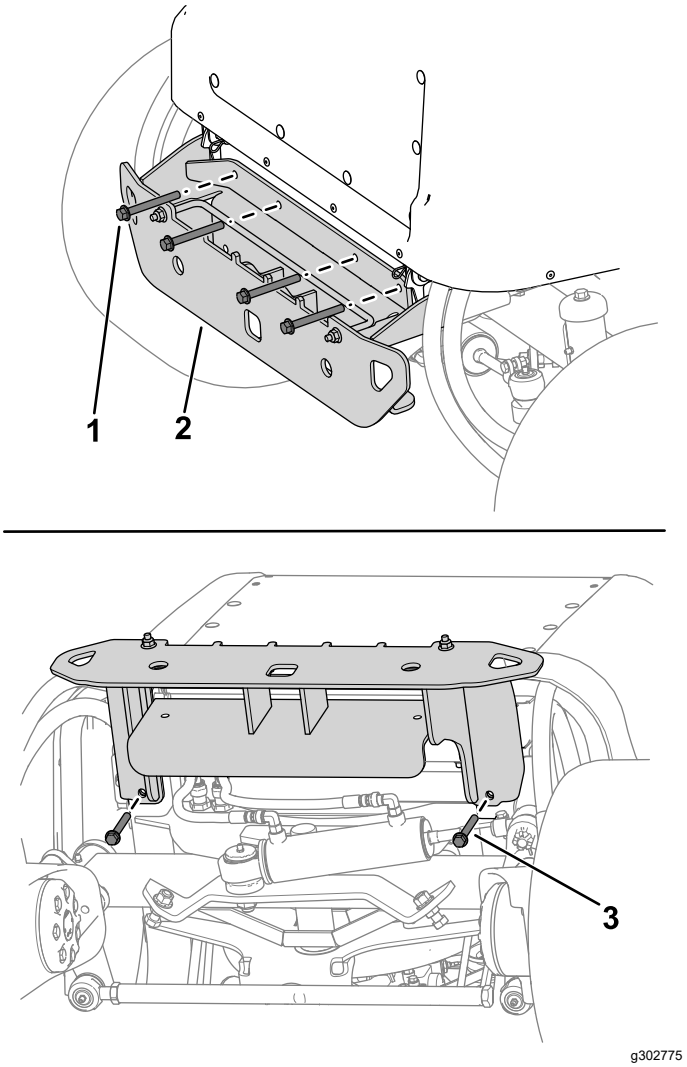

Bild 14
2. Befestigen Sie den oberen Bereich der Stoßstange mit vier Schrauben (⅜" x 3¼") und vier Muttern (⅜") am Maschinenrahmen (Bild 14).
3. Befestigen Sie die Stoßstange mit zwei Schrauben (⅜" x 2¾") und zwei Muttern (⅜") unter dem Maschinenrahmen (Bild 14).